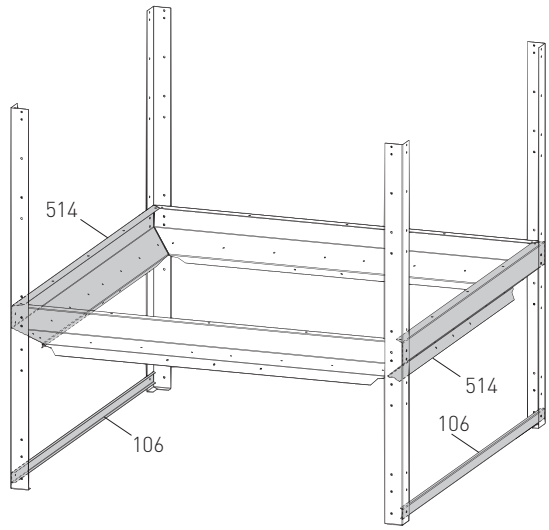

Fig. 7 Montaggio laterale degli elementi di collegamento
Unire i profili angolari di supporto con 2 elementi di collegamento (514) sui lati frontali e in basso ad ambo i lati montare rispettivamente un elemento di collegamento (106) – Fig. 7.
Piazzare il telaio premontato nel punto di installazione definitivo – Fig. 7.